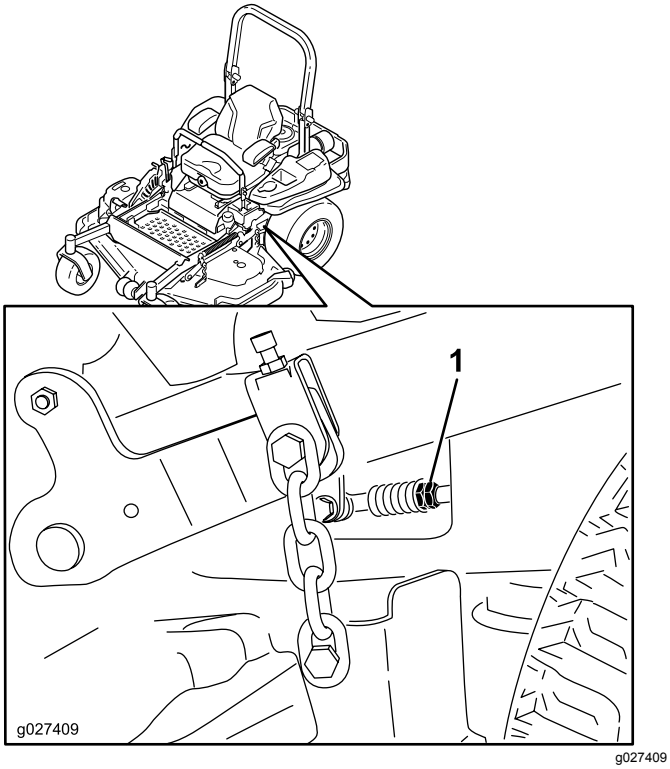

Figuur 96
10. Pas de lengte van de stang aan door de dubbele moeren op de stang in de juiste richting te draaien tot de wielen lichtjes gaan kruipen in de achteruitstand (Figuur 96).